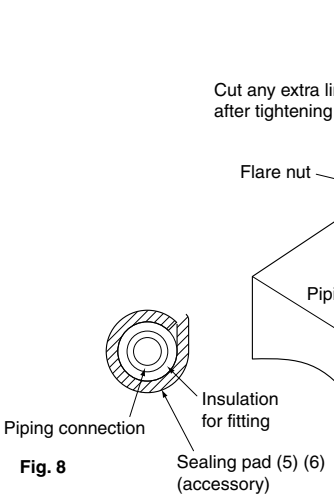

Fig. 8
- Wrap the included sealing pad (5) (6) around the insulation for fitting (3) (4). **(Refer to Fig. 8)**